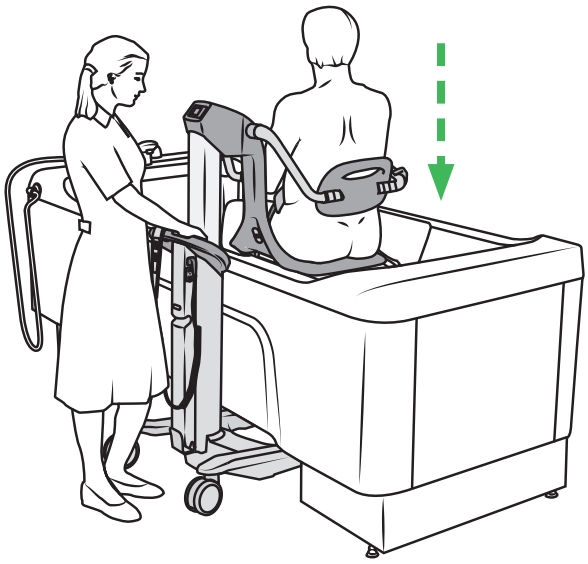

Abbildung 28
9. Den Badesitzlifter auf eine ergonomisch korrekte Arbeitshöhe einstellen. Siehe Abbildung 28.